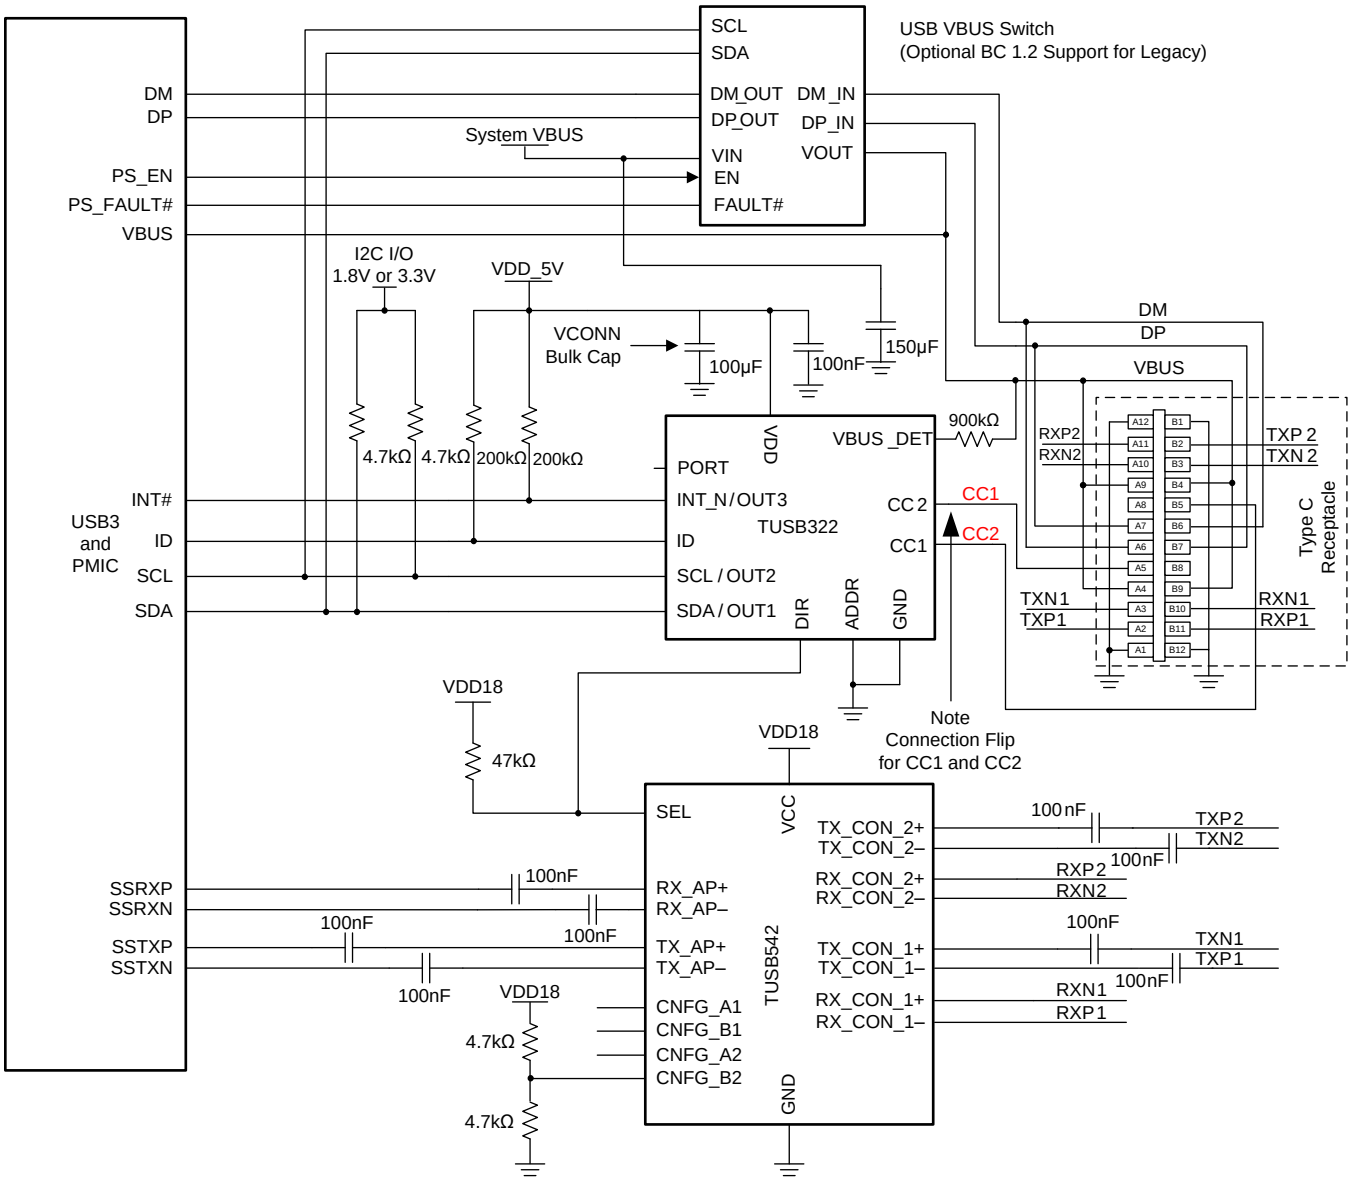

Figure 16. USB-C DRP Implementation Using TUSB542 and TUSB322/TUSB321
Figure 16 shows an example implementation of a USB Type-C DRP port using TUSB542. Texas Instruments TUSB322 is shown here as channel configuration (CC) controller. Note connections for CNFG pins of TUSB542 is example only. The connection of the CNFG pins is application dependent; refer to theTable 2, where the user can find the available settings.